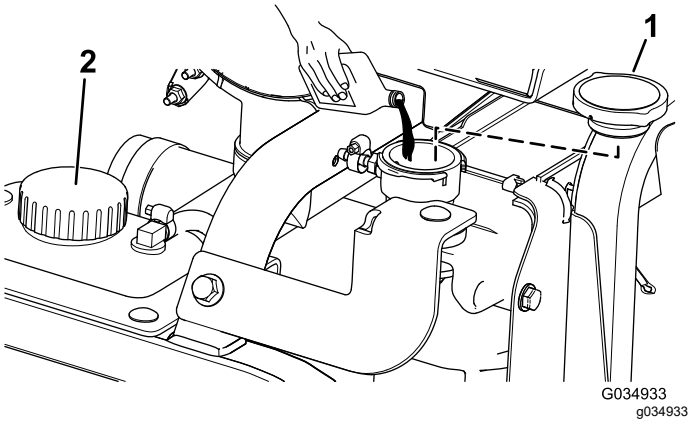

**Figuur 124**
5. Vul de radiateur met koelvloeistof tot het koelvloeistofpeil gelijk komt met het lipje van de vulopening (Figuur 124).